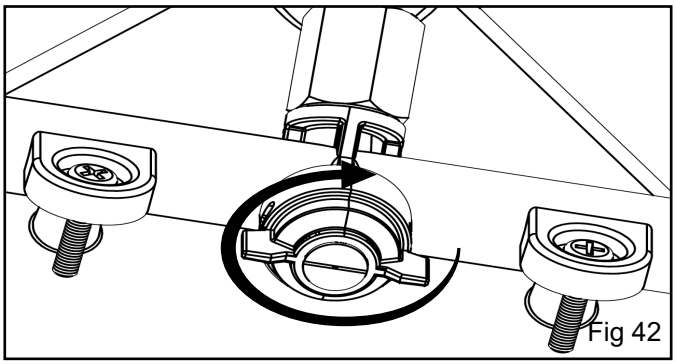
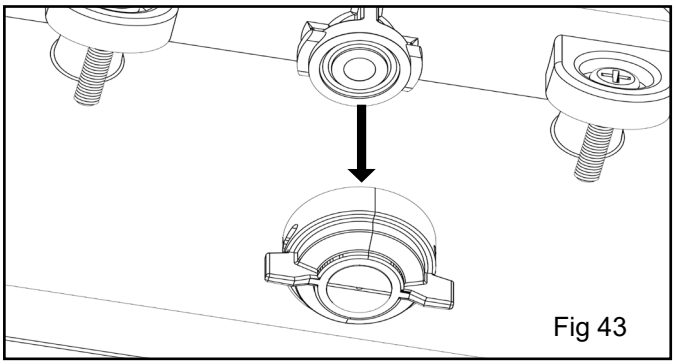
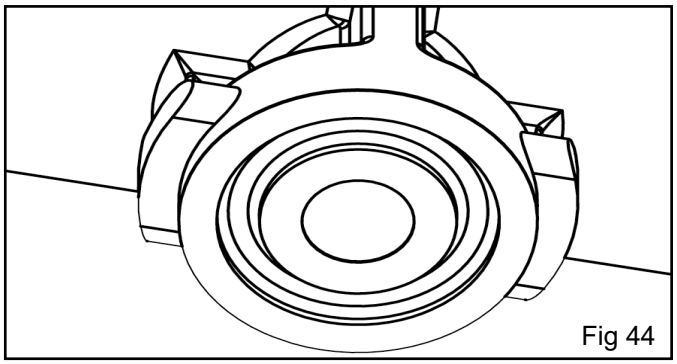
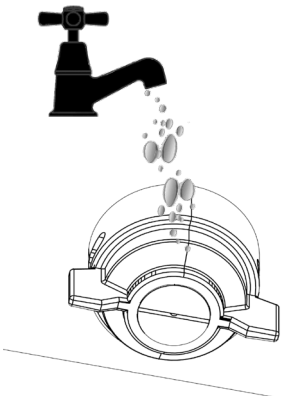

Fig 42
Fig 43
Fig 44
Fig 45
If the spray nozzles are blocked, they have been designed to be easily cleaned. Undo the spray nozzle cap (Fig 42) remove (Fig 43) check the 'O' ring for damage replace if necessary (Fig 44) and clean the nozzles (Fig 45).
**Inspect the O ring seal and replace if necessary (Fig 44).**
Die Sprühdüsen sind so beschaffen, dass sie sich bei Verstopfung einfach reinigen lassen. Düsenkappe abschrauben (Abb. 42) und entfernen (Abb. 43); O-Ringe auf Schäden untersuchen, ggf. austauschen (Abb. 44) und die Düsen reinigen (Abb. 45).
**Anmerkung. O-Ringdichtungen untersuchen, ggf. .austauschen (Abb. 44).**
Si les buses de pulvérisation sont bouchées, elles ont été conçues pour être facilement nettoyées. Dévissez le capuchon de la buse de pulvérisation (figure 42), retirez-le (figure 43), vérifiez que le joint torique n'est pas endommagé et remplacez-le si nécessaire (figure 44) et nettoyez les buses (figure 45).
**Inspectez le joint torique et remplacez-le si nécessaire (figure 44).**